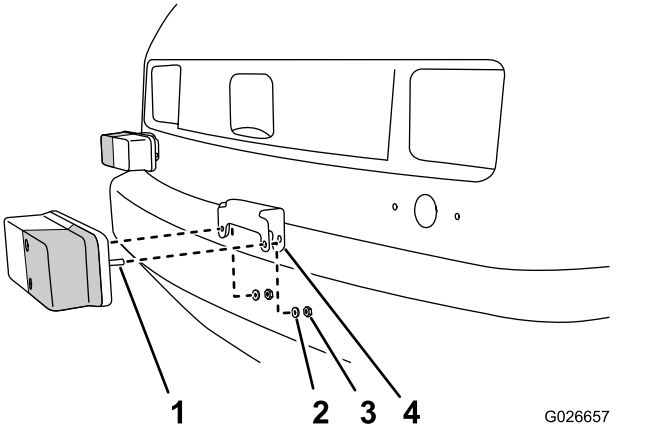

Figuur 5
2. Duw de beugel op de bouten van het licht (Figuur 5).